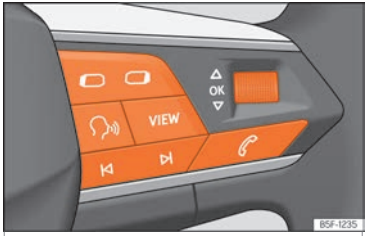

Abb. 70 Rechte Seite des Multifunktionslenkrads: Bedienelemente für die Menüs und Informationsanzeigen im Kombi-Instrument.
Solange eine Warnung der Priorität 1 vorliegt, ››› Seite 81, kann auf kein Menü zugegriffen werden. Einige Warnmeldungen können bestätigt und ausgeblendet werden über die Taste **OK** am Multifunktionslenkrad ››› Abb. 70.
- Falls eine Meldung oder das Fahrzeug-Piktogramm angezeigt wird, drücken Sie die Taste **OK** ››› Abb. 70; ggf. mehrere Male.
- Zum Menüwechsel verwenden Sie die Tasten ▭ oder ▭ ››› Abb. 70.
- Um das Menü oder die Informationsanzeige aufzurufen, die angezeigt wird, drücken Sie die Taste **OK** ››› Abb. 70 oder warten Sie einige Sekunden lang bis das Menü oder die Informationsanzeige automatisch geöffnet werden.
- Im angezeigten Menü, drehen Sie das rechte Rädchen am Multifunktionslenkrad ››› Abb. 70 bis der gewünschte Menüpunkt markiert ist. Der Menüpunkt wird umrahmt dargestellt.
- Drücken Sie die Taste **OK** ››› Abb. 70, um die gewünschten Änderungen vorzunehmen. Eine Markierung zeigt an, dass die entsprechende Funktion bzw. das System aktiviert sind.
Drücken Sie die Taste ▭ oder ▭ ››› Abb. 70.